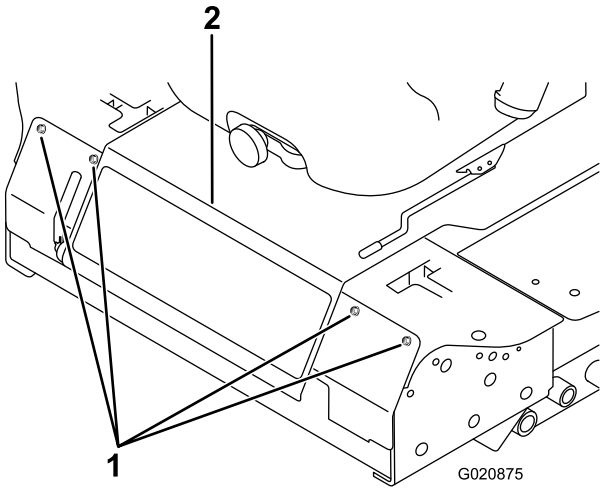

Figur 52
3. Fjern boltene til frontpanelet og fjern panelet (Figur 52).